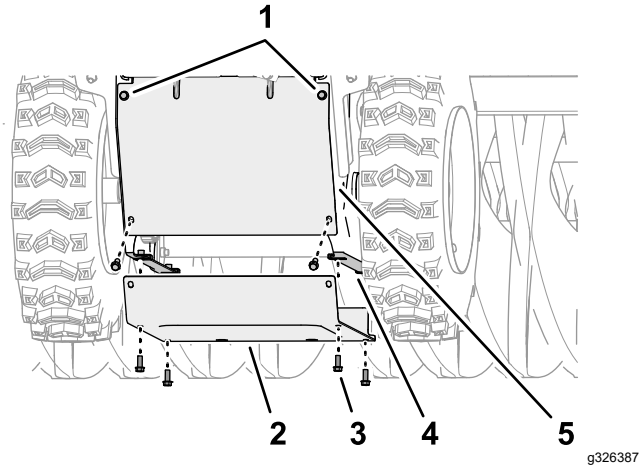

Figur 51
4. Ret hullerne i bunddækslet ind med hullerne i flangerne i venstre og højre sideplade i bunden af maskinen (Figur 51).
5. Monter bunddækslet på maskinen (Figur 51) med de 6 flangehovedmaskinskruer (¼" x ⅝").
6. spænd de 2 øverste flangehovedmaskinskruer (¼" x ⅝"), der fastgør bagdækslet til maskinen (Figur 51).